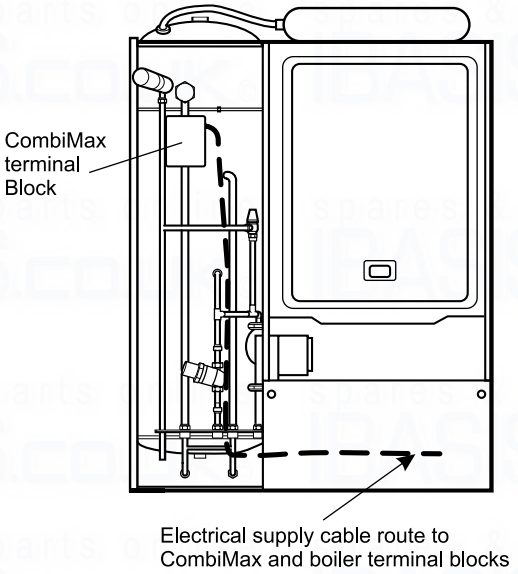

Fig. 10
1. Remove the screws securing the CombiMax terminal block cover. Pass the electrical mains supply cable through the cable clamp on the boiler and route the cable to the CombiMax terminal block as shown in Fig. 10. Connect the cable as follows:- Brown to L, Blue to N and Green/Yellow to ⏚. Ensure correct polarity and that the cable is secured using the clamping bush supplied.